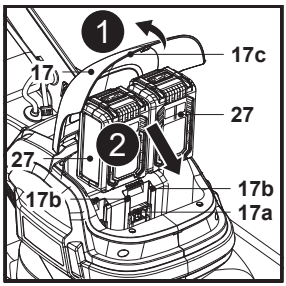

Fig. 7
1. Deschide capacul magnetic (17c) și capacul compartimentului pentru acumulatori (17) (fig. 7, pasul 1).
2. Aliniază acumulatorul (27) cu cele două fante de glisare (17b) și glisează-l înăuntru pentru a-l fixa (fig. 7, pasul 2).
3. Asigură-te că introduci complet contactele electrice (17a) în acumulator (27) și că acesta se fixează în poziție cu un clic.
4. Acumulatorul (27) se poate monta într-o singură direcție.
5. Repetă pașii de mai sus pentru a conecta celălalt acumulator (27).
6. Închide cu grijă capacul compartimentului pentru acumulatori (17).